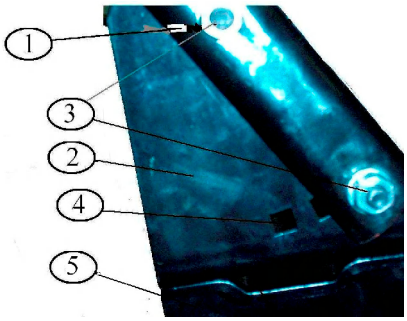

Рис. 4.
1.На кронштейне рукоятки управления (см. рис.4., поз.2) ключом на 13мм (в комплект поставки не входит) открутить гайки М8, снять четыре болта М8х35 с квадратным подголовником (рис.4 поз.3), гладкие шайбы и шайбы гроверы.
2. Совместить верхние крепежные отверстия нижней части рукоятки управления (см. рис.4, поз.1), с верхними отверстиями кронштейна (поз.2). Изнутри кронштейна в квадратные отверстия вставить два болта с квадратными подголовниками (поз.3), установить гладкие шайбы, затем шайбы-гроверы, закрутить гайки М8 и затянуть их от руки.